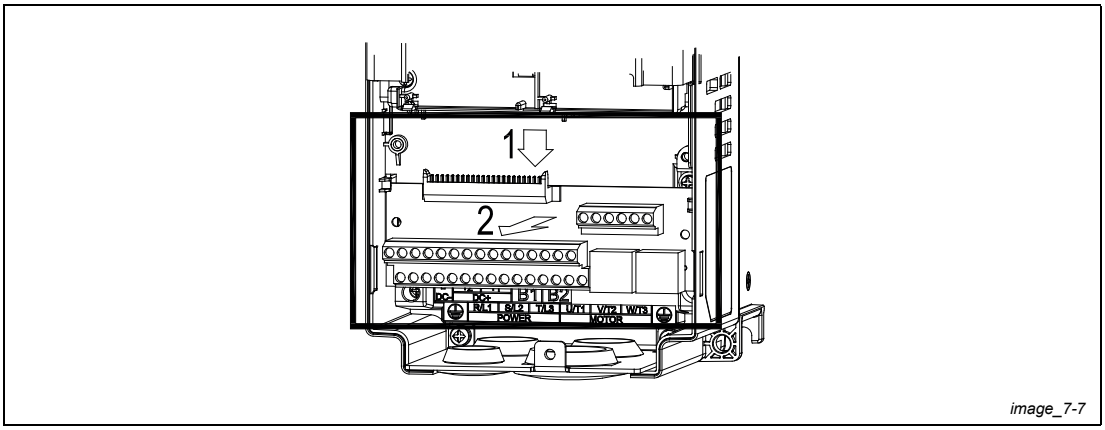

Abb. 7-7: Steuerplatine herausnehmen
② Drücken Sie die Steuerplatine ungefähr 6–8 cm nach unten, bis die obere Steckverbindung getrennt ist (Schritt 1 in Abb. 7-7). Nehmen Sie dann die Platine nach vorne heraus (Schritt 2 in Abb. 7-7).